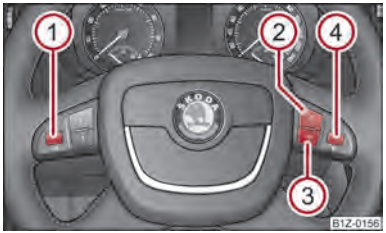

Fig. 113 Multifunction steering wheel: Control buttons for the telephone
The driver can set the basic functions of the telephone by simply operating the buttons located on the steering wheel so that he can concentrate on the traffic situation without being distracted as little as possible by operating the telephone ⇒ fig. 113.
- by pressing the button on the multi-function steering wheel for a longer time ⇒ fig. 113.